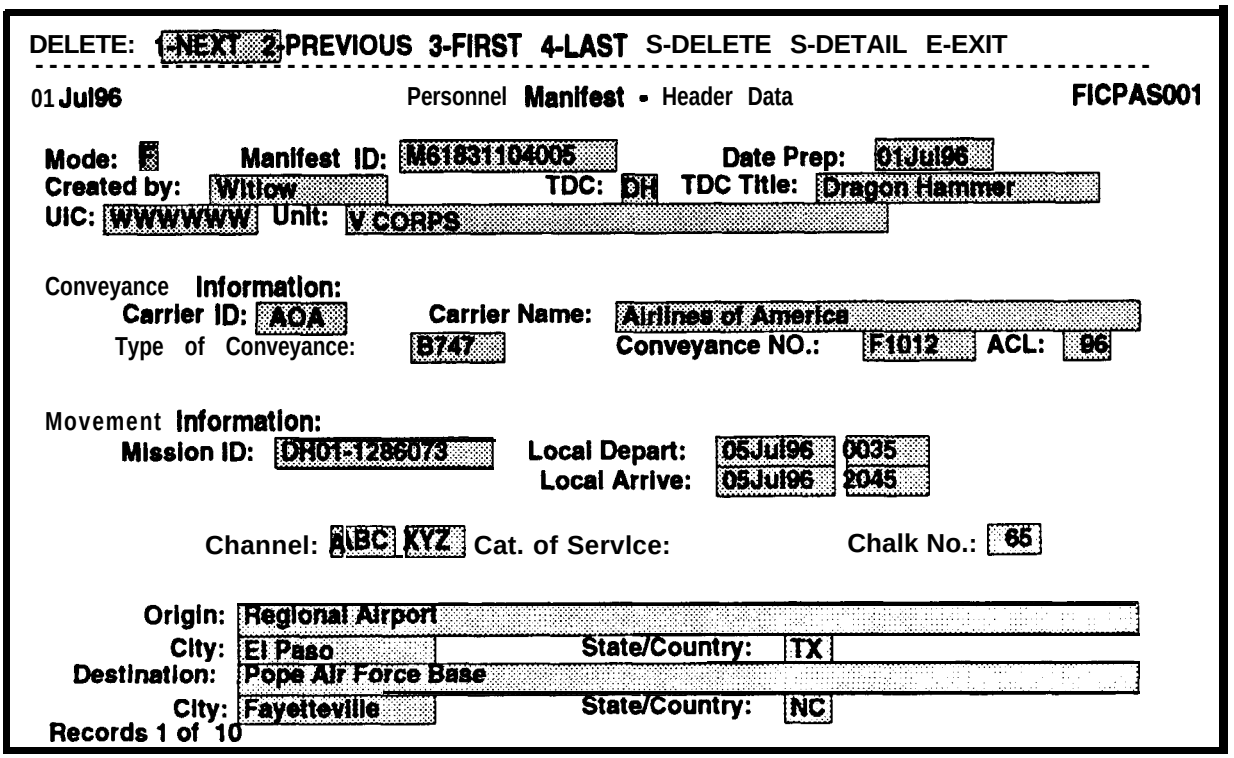

Figure 12-5. Passenger Manifest - Header Data Screen with Data
c. When you press ESC in paragraph (1), (2), or (3) above, the Personnel Manifest - Header Data screen will be displayed with the DELETE: ring menu at the top as shown in Figure 12-5:
a. To begin this process, the Personnel Manifest - Header Data screen should be displayed with the DELETE: ring menu at the top of the screen, as shown in Figure 12-5 (page 12-30). If it is not, refer to the procedures in paragraph 12.3.3 (page 12-28 above) to get to the DELETE: ring menu.
a. To begin this process, the Personnel Manifest - Header Data screen should be displayed with the DELETE: ring menu at the top of the screen, as shown in Figure 12-5 (page 12-30).